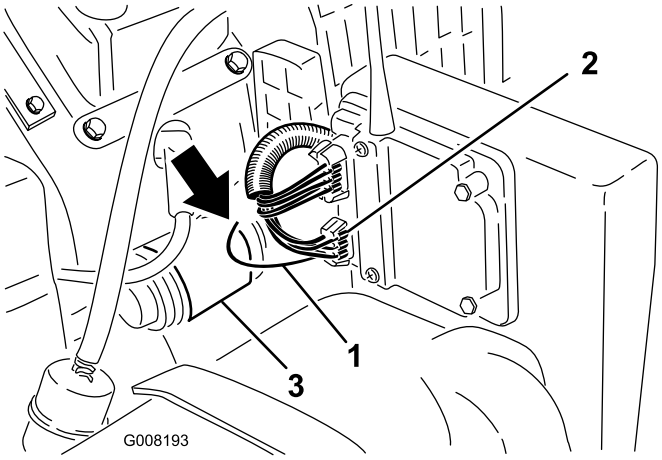

Figuur 22
1. Lokaliseer de geel met zwarte draad die uit de 6-pens connector bij de ontvanger komt (Figuur 22). Trek de draad uit de buis.